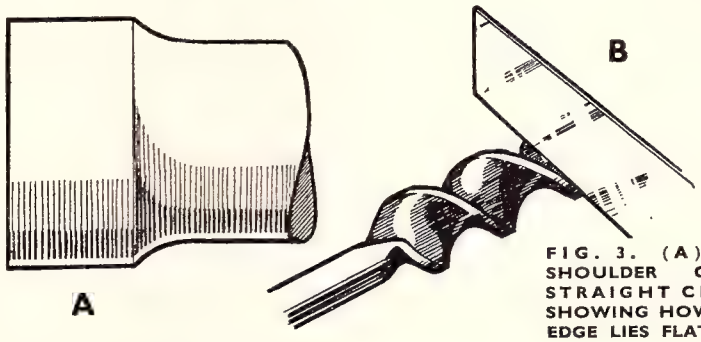

FIG. 3. (A) CURVED SHOULDER CUT WITH STRAIGHT CHISEL. (B) SHOWING HOW STRAIGHT-EDGE LIES FLAT ON TWIST BIT
Straight Lines on Curves.—It is an interesting point (although of no value) that the wood is of curved shape where being turned although the chisel is straight, as in Fig. 3 (A). The greater the angle at which it is held the more the wood is curved. A straight edge will touch the entire curve of a Jennings bit if held across it at an angle as shown in Fig. 3 (B). Thus we have the curious feature that a straight edge can form a curve. However, all this is getting hypothetical rather than practical.
You may have such a curly grained piece of wood that the chisel just splinters up the wood in the same way that a hand plane will. A gouge may solve your difficulty. This cuts through the fibres of the wood in a different way from a chisel, and you will better see this point if you cut a curve as in Fig. 3 (A) with the chisel and then cut one with the gouge. The chisel tends to lift the fibres whereas a gouge cuts through them. Try it for yourself. Words are not so good as actions to find out what happens.